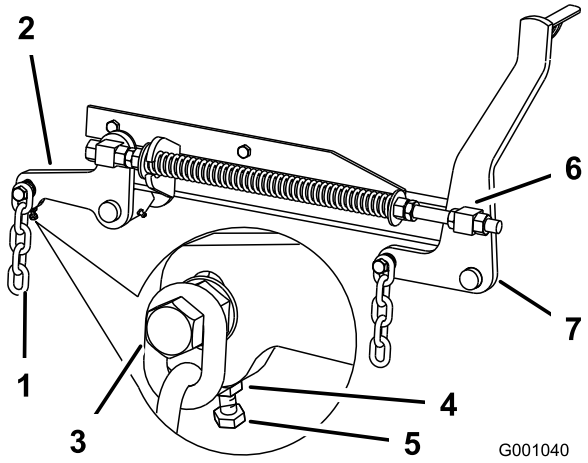

Figuur 78
7. Als de afstanden bij punten **B** of **C** niet correct zijn, maakt u de bout los waarmee de achterste ketting is bevestigd aan de achterste steunarm (Figuur 78).
8. Maak de contramoer onder de achterste steunarm los en draai aan de stelbout totdat de afstand 79-83 mm bedraagt (Figuur 78).
7. Draai de contramoeren op de voorkant van de rechter- en linkerwartel ongeveer 13 mm (Figuur 78) los.
8. Draai aan de drukmoeren op de linker- en rechterzijde van de machine totdat de voorkant van het maaimes bij 6 tot 10 mm lager staat bij **A** dan de voorkant bij **B** (Figuur 78).